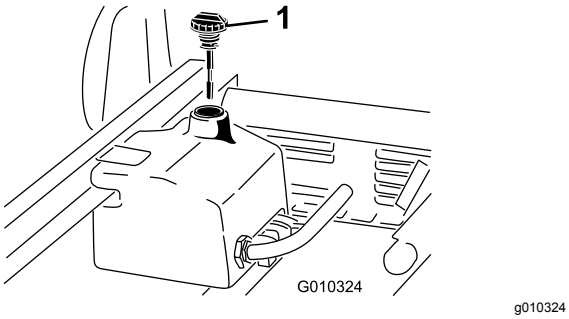

**Figuur 21**
1. Reinig het gebied rond de vulbuis en de dop van de hydraulische tank (Figuur 21).
3. Verwijder de peilstok (Figuur 21) uit de vulbuis en veeg deze af met een schone doek.